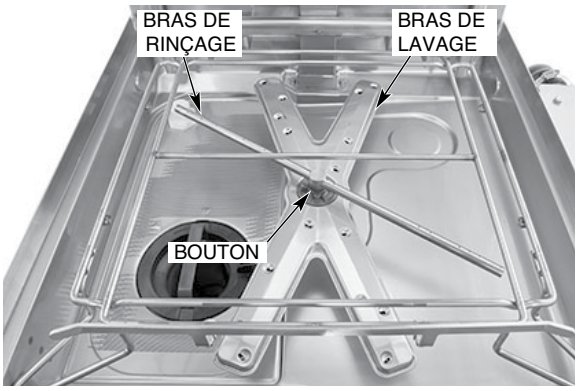

Fig. 24
7. Assurez-vous que les bras de lavage et de rinçage supérieurs et inférieurs (Fig. 24, 25) tournent librement et ne sont pas obstrués. Si ce n'est pas le cas, retirez les bras et éliminez les obstructions éventuelles. Reportez-vous à la section Entretien, page 38.